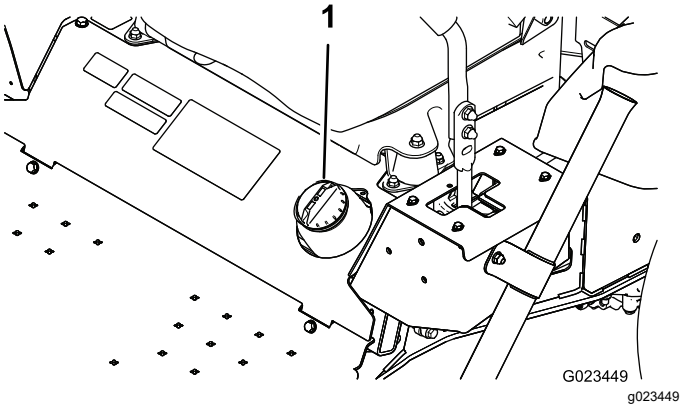

Figuur 13
2. Maak de omgeving van de dop van de brandstoftank schoon (Figuur 13).